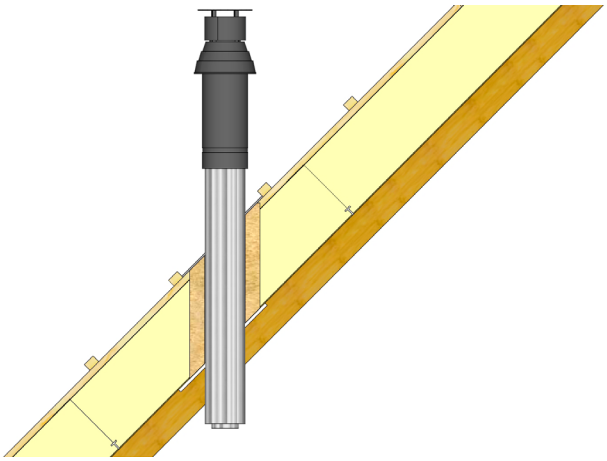

Figuur 7 - Detail sparing mantelbuis
- Een doorvoer dient aan de buitenzijde van het dak rondom waterdicht afgewerkt te worden. Aan de binnenzijde van het dak dient de doorvoer geïsoleerd te worden door middel van Aerosafe-foam of minerale wol. Daarna dient een luchtdicht manchet geplaatst te worden (zie figuur 7).